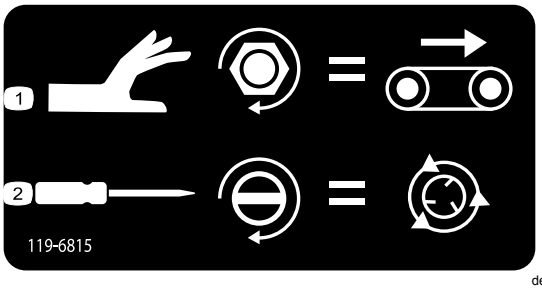

Figuur 44
- Om de snelheid van de lopende band aan te passen (Figuur 44), draait u de knop rechtsom. Gebruik de maximale snelheid van de lopende band van het kleurgecodeerde bedieningssysteem wanneer u geen hydraulische stroom heeft. Deze instelling is nuttig als de hopper vol is met zand.
- Om de spinnersnelheid af te stellen (Figuur 44), gebruikt u een schroevendraaier met platte kop. Draai de schroef rechtsom om de snelheid te doen toenemen of draai de schroef linksom om de snelheid te doen afnemen.